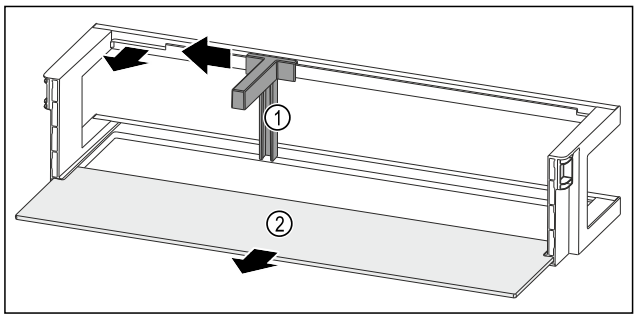

Fig. 249 Raft montat pe ușă cu suport pentru sticle și raft
▶ Împingeți în lateral suportul pentru sticle *Fig. 249 (1)* până la degajare.
▶ Extrageți suportul pentru sticle *Fig. 249 (1)*.
▶ Extrageți raftul *Fig. 249 (2)*.